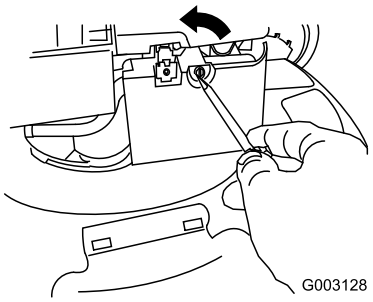

Figur 34
2. Bruk en skrutrekker til å åpne luftfilterdekselet (Figur 34).